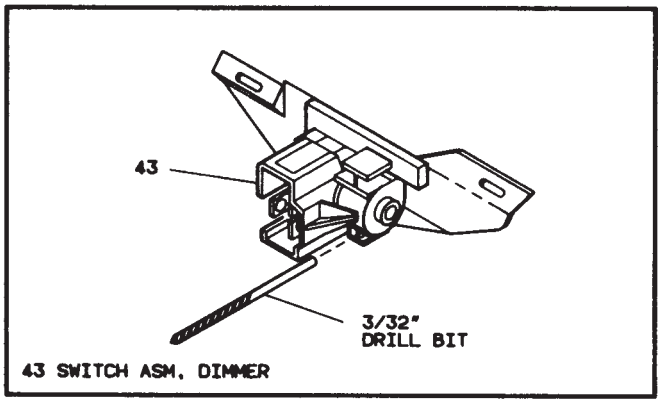

Figure 19 – Adjusting Dimmer Switch
- Dimmer switch (43). (See Figure 19)
B) Position switch on column and push against dimmer switch rod (45) to remove all lash.
- Dimmer switch (43). (See figure 19)